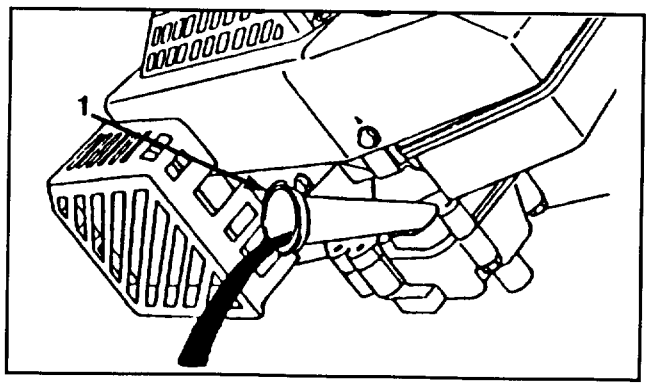

Abbildung 17
4. Den Mäher auf die linke Seite kippen, damit das Öl in die Wanne ablaufen kann (Abb. 17).